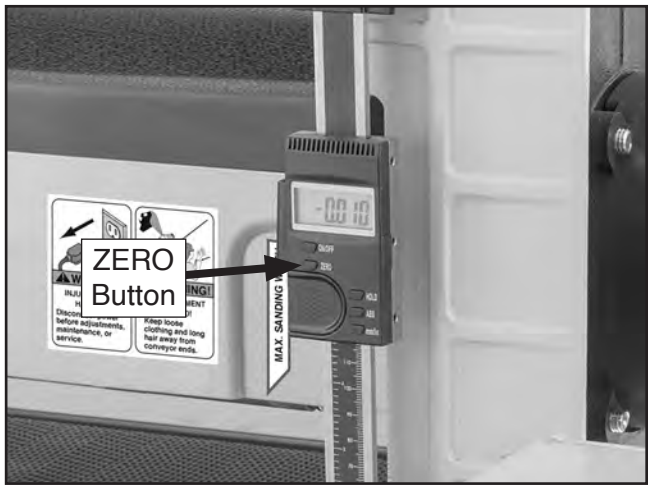

Figure 35. Location of ZERO button.
2. Press ZERO button to calibrate gauge to absolute zero (see **Figure 35**).